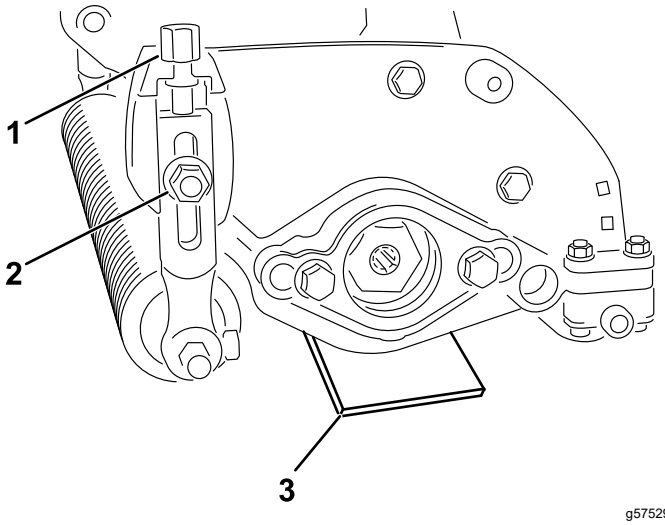

Rysunek 8
2. Umieść pręt wskaźnika, którego grubość odpowiada pożądanej wysokości ostrza nad podłożem, pod każdym końcem skaryfikatora (Rysunek 8).
3. Gdy tylna rolka styka się z poziomym podłożem, poluzuj obie nakrętki kołnierzowe (Rysunek 8).
4. Obracaj śruby regulacji wysokości cięcia tak, aż oba końce skaryfikatora przybliżą się do poziomu podłoża (Rysunek 8).